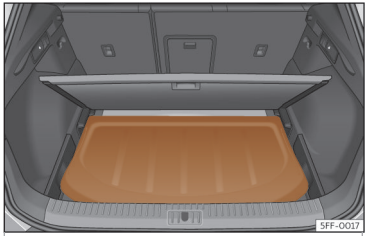

Fig. 114 En el maletero: colocación de la bandeja.
- Coloque la bandeja del maletero en el soporte previsto a tal efecto››› **fig. 114** .